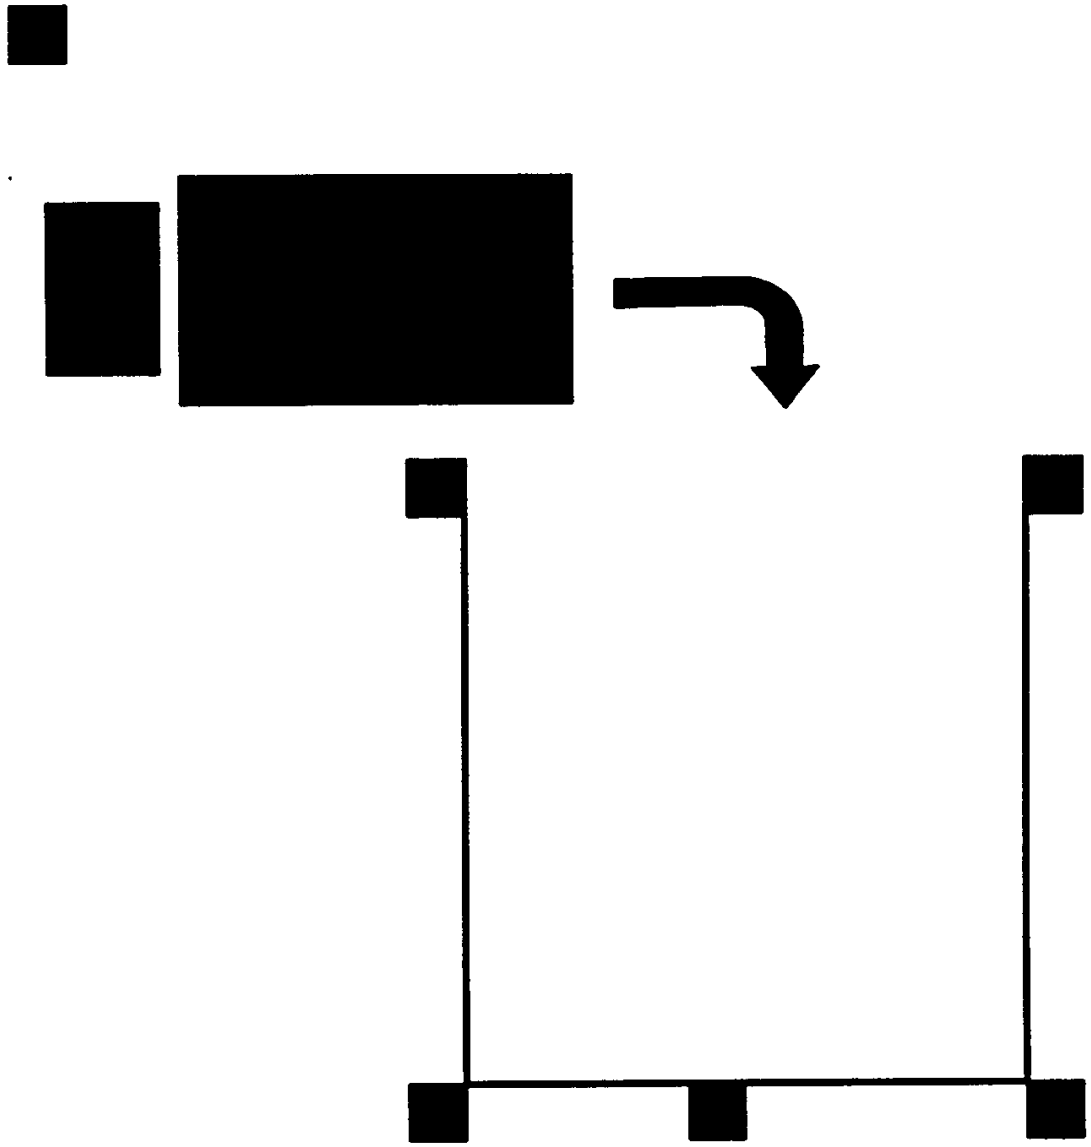

Figure 11-4: Parallel Park (Driver Side)
- ***Parallel Park (Driver Side)*** — You may be asked to park in a parallel parking space that is on your left. You are to drive past the parking space and back into it bringing the rear of your vehicle as close as possible to the rear of the space without crossing side or rear boundaries marked by cones. You are to try to get your vehicle (or trailer, if combination vehicle) completely into the space. (See Figure 11-4.)